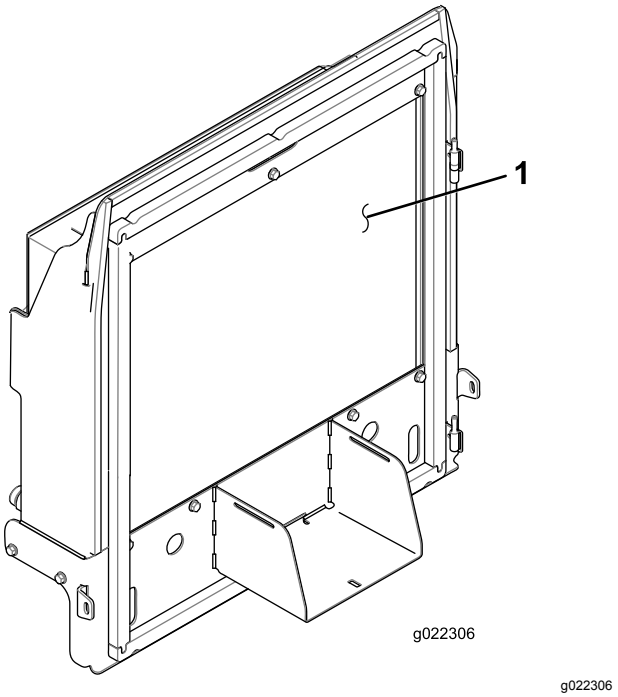

**Figur 66**
4. Rengør begge sider af kølergitteret og køleren/oliekøleren (Figur 66) grundigt med trykluft.